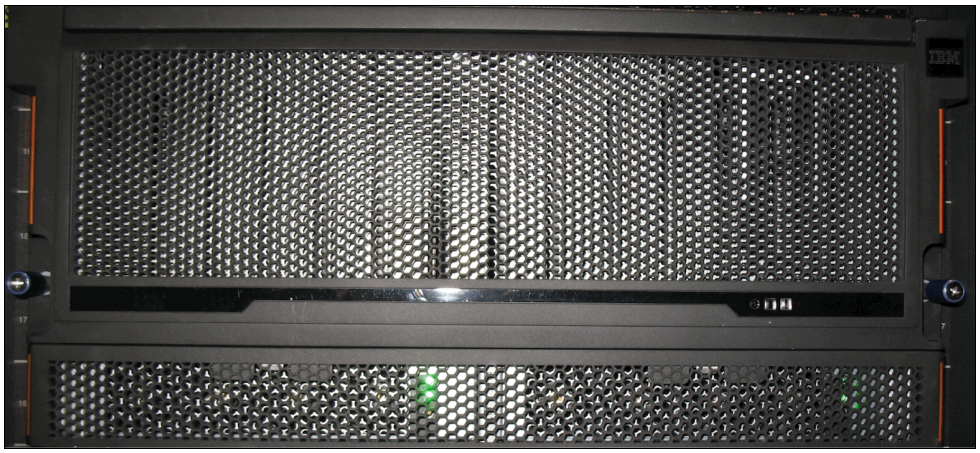

Figure 1-5 2145 LFF HD expansion enclosure
– Figure 1-5 shows the large form factor high density (LFF HD) expansion enclosure, which can hold 92 3.5-inch drives (or 92 2.5-inch drives in carriers) and is 5U high.